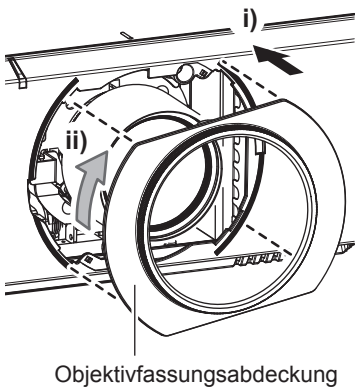

Abb. 3
**3) Bringen Sie die Objektivfassungsabdeckung an. (Abb. 3)**